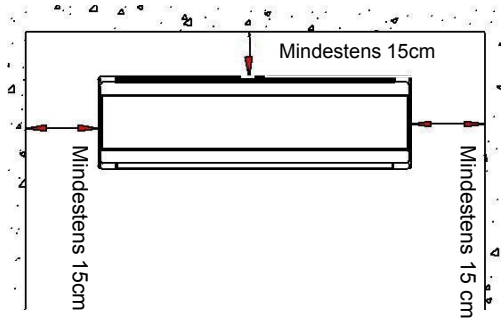

Abb. 1
- Stellen Sie sicher, dass der in Abb. 1 angegebene Abstand eingehalten wird
- Die Rückseite des Innengeräts sollte dicht an der Wand stehen (Abb. 1).